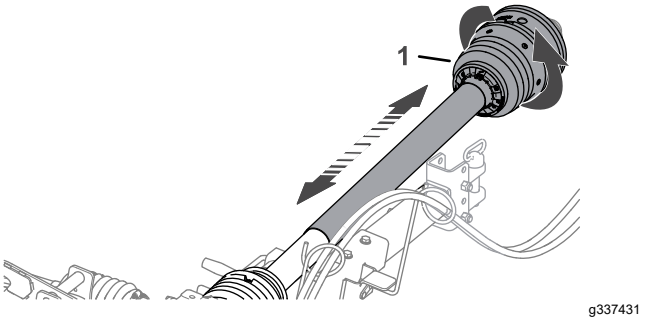

Figuur 16
2. Draai de voorste helft van het scherm van de aftakas een volledige rotatie (Figuur 16).
3. Beweeg de voorste helft van het scherm van de aftakas samen en apart om veilig te stellen dat ze onbelemmerd in elkaar schuiven (Figuur 16).